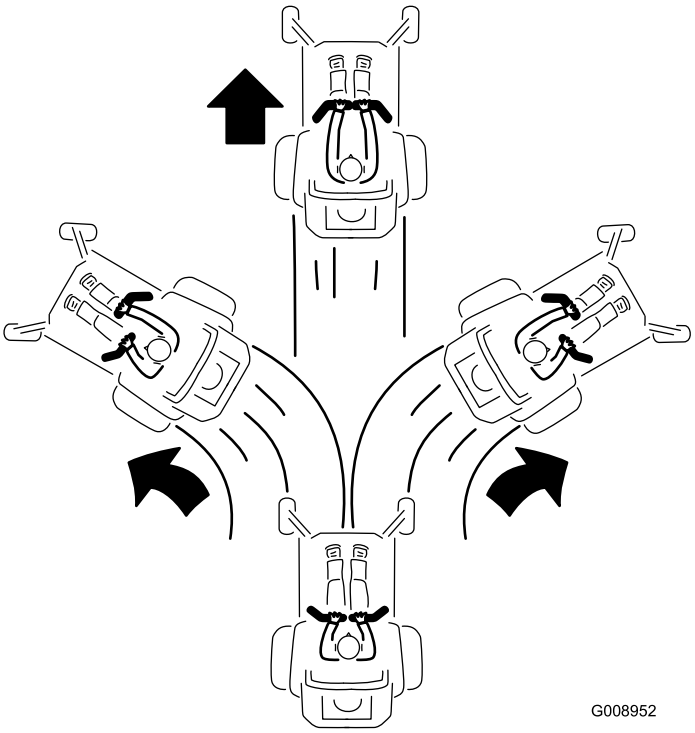

Figura 24
3. Para ir hacia adelante, empuje lentamente las palancas de control de movimiento hacia adelante (Figura 24).